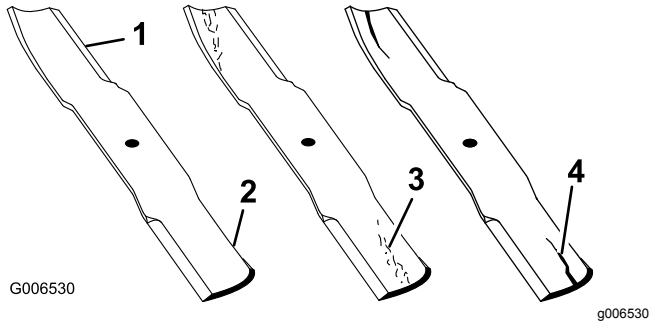

**Figuur 112**
1. Controleer de snijranden (Figuur 112).
4. Als u scheuren, slijtage of groefvorming in dit deel constateert, moet u direct een nieuw mes monteren (Figuur 112).